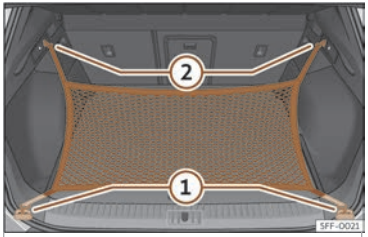

Fig. 119 No maleteiro:argolas ① e ganchos ② para enganchar a bolsa de rede.
- Fixe os ganchos curtos da rede nas argolas de amarre››› fig. 119 ① ››› ⚠. A cremalleira da bolsa ten que quedar cara arriba.
- Fixe as cintas nos ganchos para colgar bolsas ②.